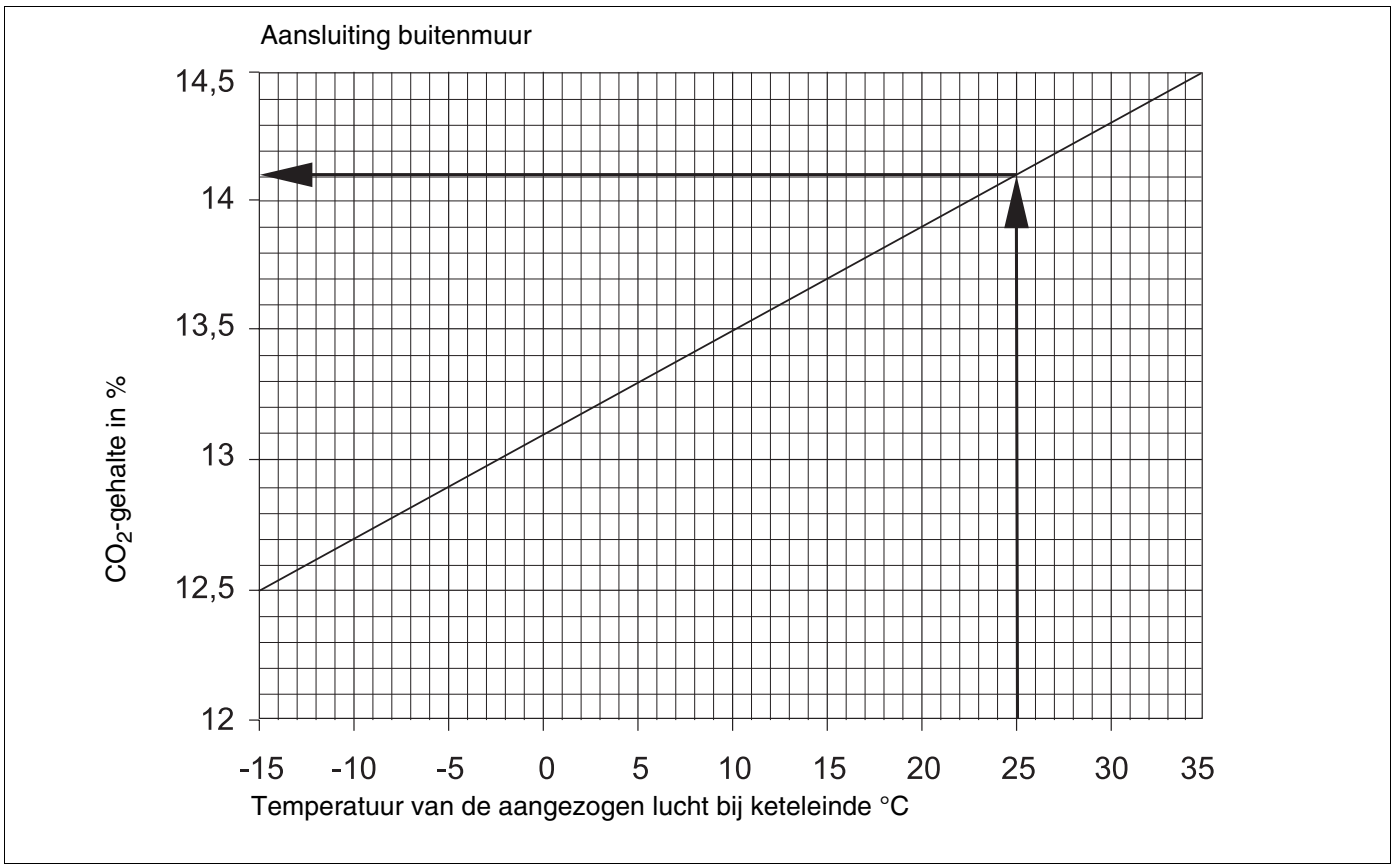

Afb. 8 De CO_2-instelling hangt af van de temperatuur van de aangezogen lucht bij een luchttoevoer direct door een buitenmuur (geldt met en zonder branderkap)
- Stel het CO_2-gehalte bij met de drukregelschroef op de oliepomp overeenkomstig afb. 8, pagina 14 of afb. 9, pagina 14, afhankelijk van het feit of de aangevoerde lucht direct door de buitenmuur of via een concentrische leiding wordt aangezogen.